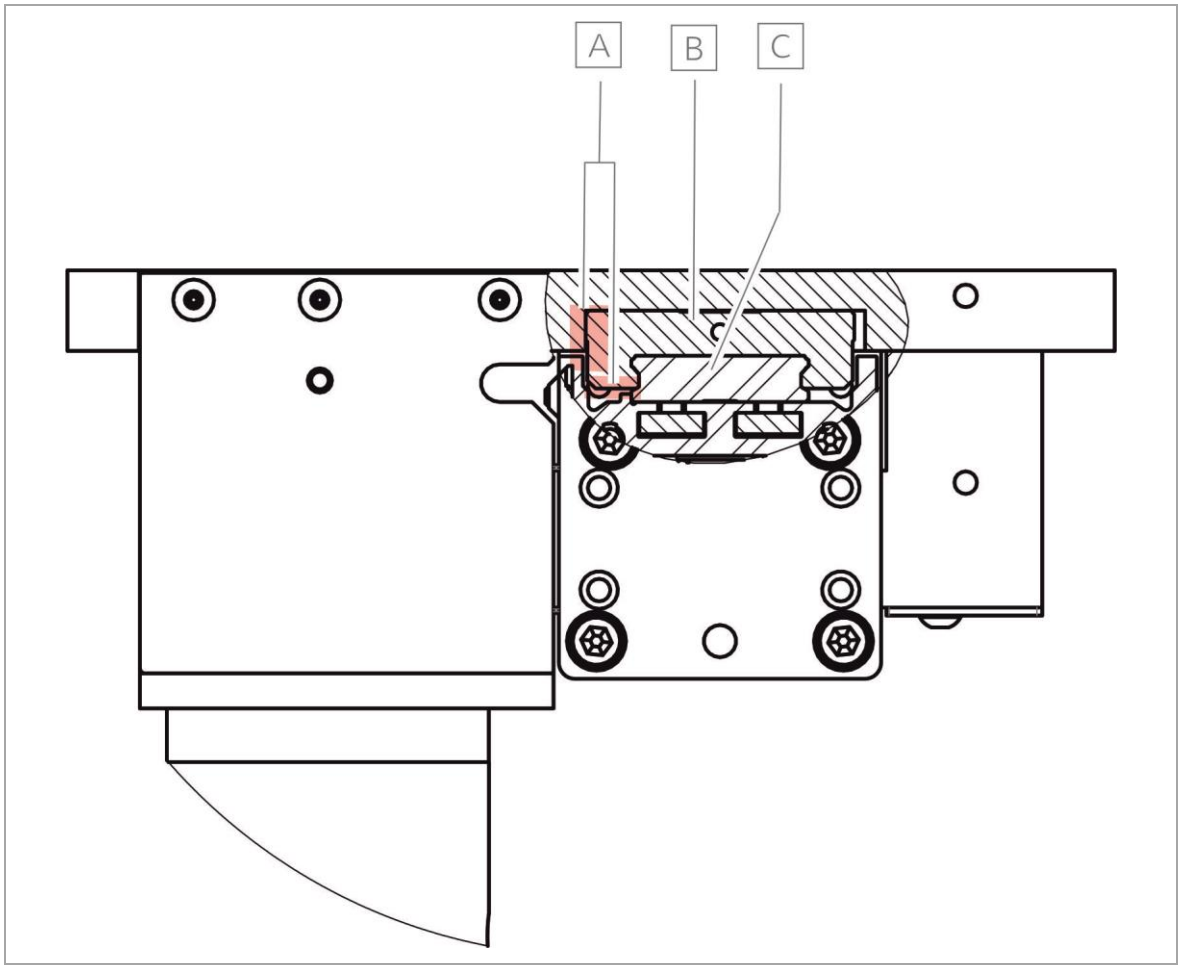

Figure 36 Reference side of the guide carriage at the module 60/33
Observe reference side (see Figure 36, 50).
(2) The ground surface of the guide carriages [E] is the reference surface and applied to the adapter plate (see Figure 36, 50).